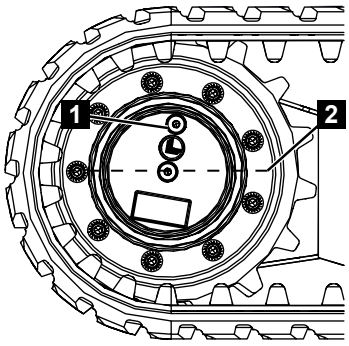

Fig. 197
2. Align the machineDriving the machine so that the screw connection (Fig.197/1) is positioned above the centre of the gearbox (Fig.197/2).